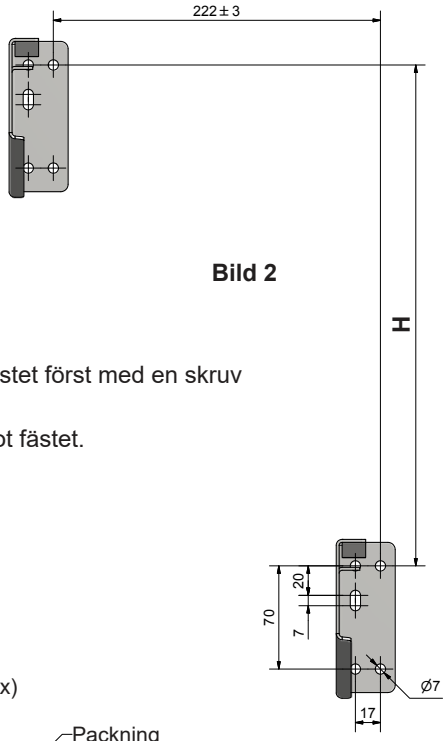

Bild 2
1. Sätt upp medföljande väggfästen enligt bild 2.